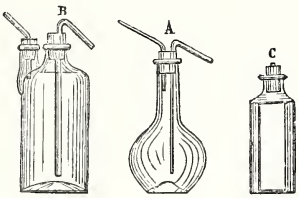

Fig. 19.
76. — A chaque instant, dans le cours des opérations, nous devrons laver la surface d'un corps; ce lavage doit être abondant ou léger, rapide ou lent à volonté. Nous obtiendrons toutes ces nuances, en nous servant du flacon laveur AB (fig. 19), dont nous allons construire dès maintenant trois ou quatre exemplaires de différentes formes.
78. — L'un des tubes B à droite (fig. 19) va jusqu'au fond de la bouteille, l'autre est plus court, c'est celui qui verse l'eau; l'autre introduit sans secousses l'air qui peu à peu remplace l'eau sortie et procure ainsi un écoulement constant et sans soubresauts. On peut, en soufffant dans le tube B, rendre le jet très-rapide et plus intense, mais en général le poids de l'eau suffit et au delà pour le lavage délicat des couches de collodion humide.
110. — Mais le liquide développateur a mouillé la surface, une partie s'en échappe, vous reversez par un angle, dans votre verre, ce qui a été retenu sur la glace; si vous avez été adroit, ce doit être la majeure partie du liquide projeté. Reversez encore sur le collodion, puis au bout de quelques secondes dans le verre, puis sur le collodion; promenez le liquide sur cette surface, en le faisant circuler doucement au moyen d'un petit mouvement de la main gauche. Reversez dans le verre, quand l'image n'augmente plus d'intensité; ajoutez quelques gouttes de solution d'argent au moyen du flacon C placé à droite de la figure 19 et recommencez votre manipulation en faisant marcher le liquide du verre à la couche de collodion et de celle-ci dans le verre. L'intensité de l'image augmente, votre liquide devient boueux, roule de petites paillettes d'argent métallique, c'est le moment d'arrêter. Jetez le liquide dans le bocal aux résidus placé à portée de votre main et lavez la surface du collodion au moyen du flacon laveur AB (fig. 19).